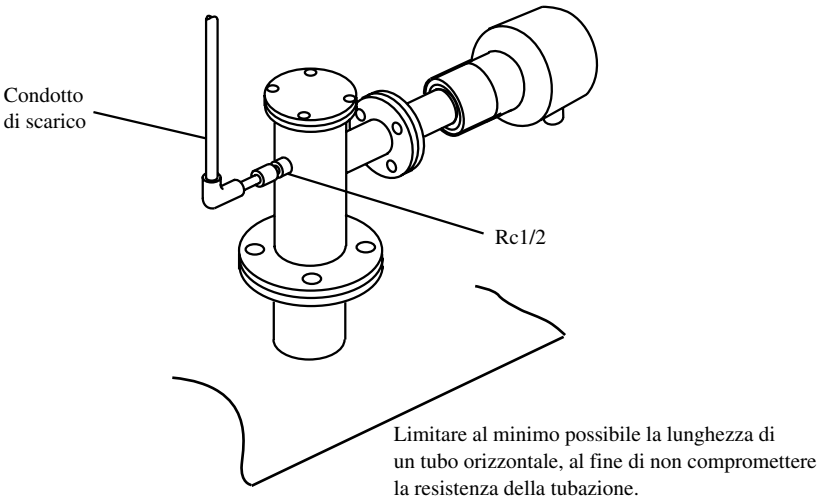

Figura 4.6 Condotto di scarico
- Se non viene utilizzata una sonda di misura per alta temperatura e non si possono installare tubazioni per il gas di riferimento, collegare la tubazione nel foro di scarico del gas campione sull'adattatore sonda per alta temperatura, in modo che il gas campione sia espulso lontano dalla sonda di misura (vedi sezione 4.1.4, Figura 4.6).
Qualora il gas campione debba essere scaricato a distanza dalla sonda di misura, in quanto non è possibile installare la tubazione del gas di riferimento, il condotto di scarico deve essere montato come illustrato alla figura 4.6. Il condotto di scarico deve inoltre essere tenuto caldo per evitare la formazione di condensa.